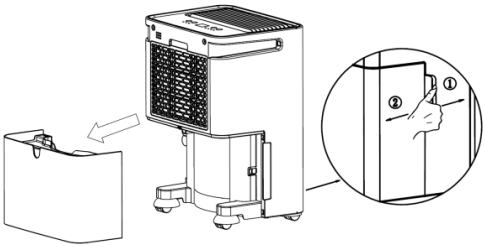

Fig 01
1. Saque el depósito de agua como se ve en la Fig 01 y vacíe de agua.